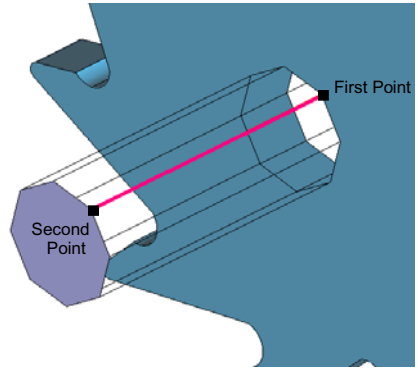

Figure 5. The translation vector and the points that define it
1. Choose the option **Utilities→Copy**; the Copy window appears. In this window choose **Translation** and **Lines**. The translation vector of the required translation is the line segment shown in Figure 5. Enter as First Point and Second Point the two points defining this vector. These points are also shown in Figure 5.